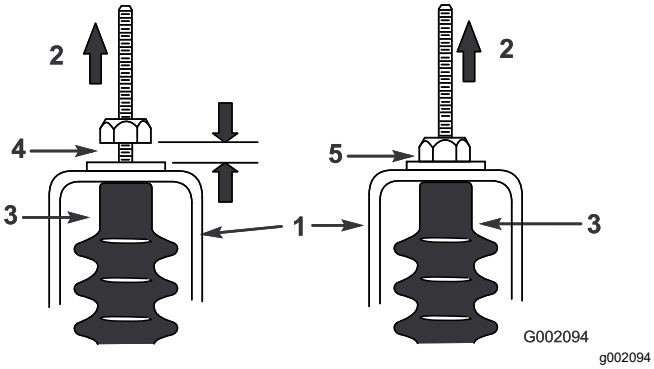

Figura 62
5. Puxe cada cabo de mudanças para se certificar de que existe folga de 0,76 a 1,52 mm entre a porca/anilha e o suporte neutro (Figura 62).